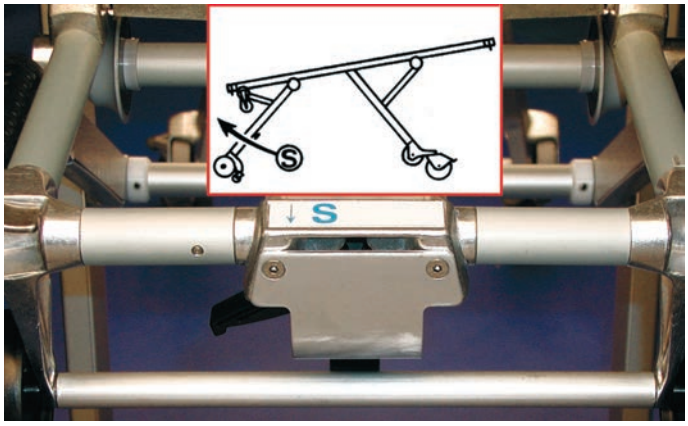
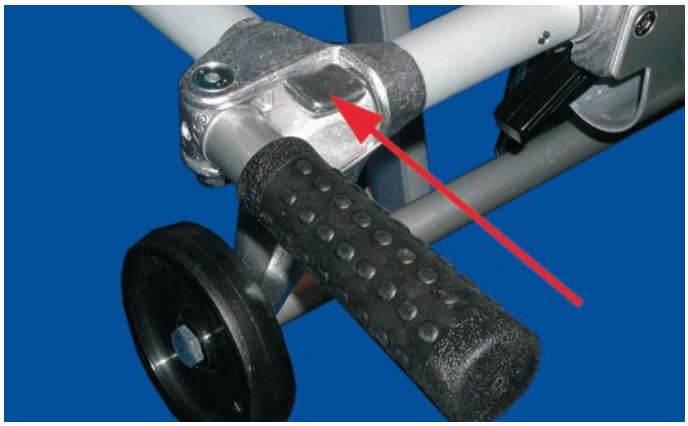

Bild 3
Bild 3b
Steuerteile am Kopfende (Bild 3):
- Der Bedienungshebel „S“ (Bild 3) kann dann über den mit Pfeil gekennzeichneten Hebel S1 (Bild3b) betätigt werden.